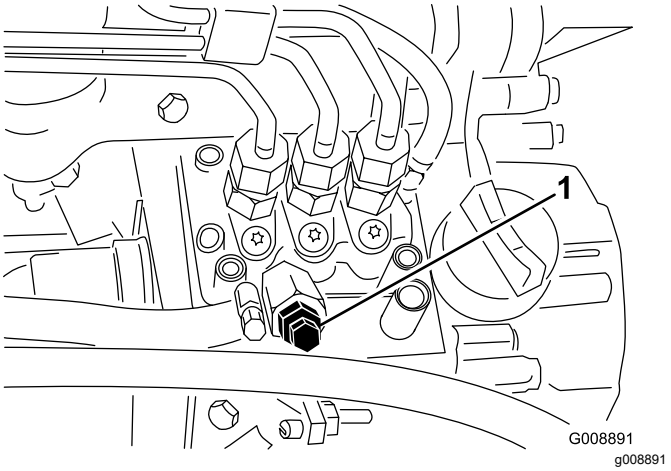

Figuur 86
4. Draai de ontluchtschroef op de brandstofinjectiepomp open (Figuur 86).